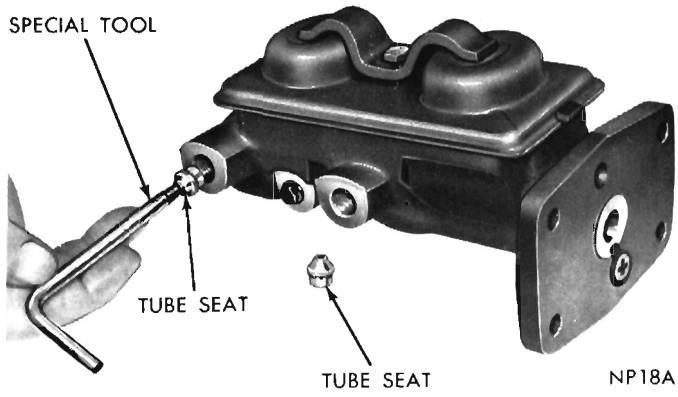
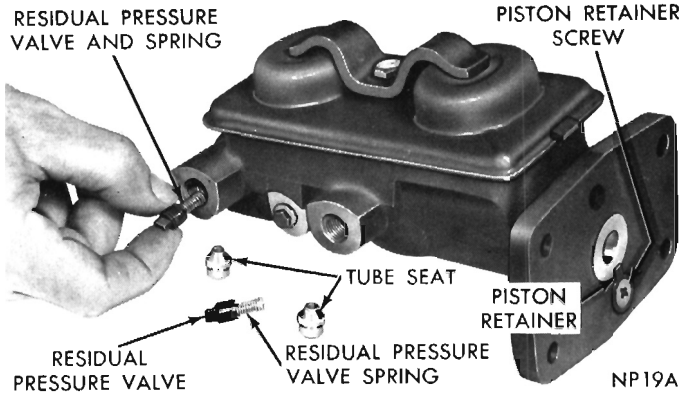

Fig. 2—Removing Tube Seats
Fig. 3—Removing or Installing Residual Pressure Valves
(2) Loosen piston retainer screw then press in on rear piston and flip retainer up to release rear piston assembly (Fig. 3). Slide rear piston assembly out of cylinder bore.
(3) Remove screw and gasket that retains front piston; then, upending master cylinder, tamp (open end down) on bench to remove front piston. **If front piston sticks in bore of cylinder, use air pressure to force piston out of cylinder. New cups must be installed at reassembly if air pressure is used.**
(4) Remove front piston compression spring from bore.
(5) Remove rubber cups from pistons, after noting position of cup lips. **Do not remove the primary cup of the rear piston. If cup is damaged or worn, install a new rear piston assembly.**
(6) Using Tool T109-178 (or an easy out) remove tube seats by threading tool firmly into seat, tap tool and seat out of cylinder body. (Fig. 2).
(7) Remove two residual pressure valves and springs (Fig. 3).